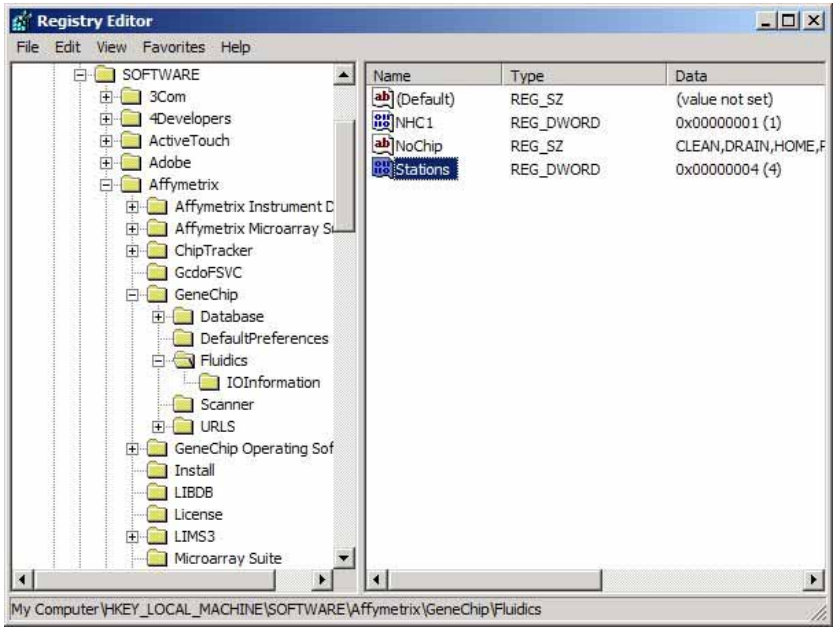

Figure 8.9
4. Select the **Software →Affymetrix →GeneChip →Fluidics** node under the HKEY_LOCAL_MACHINE registry hive **(Figure 8.9)**.